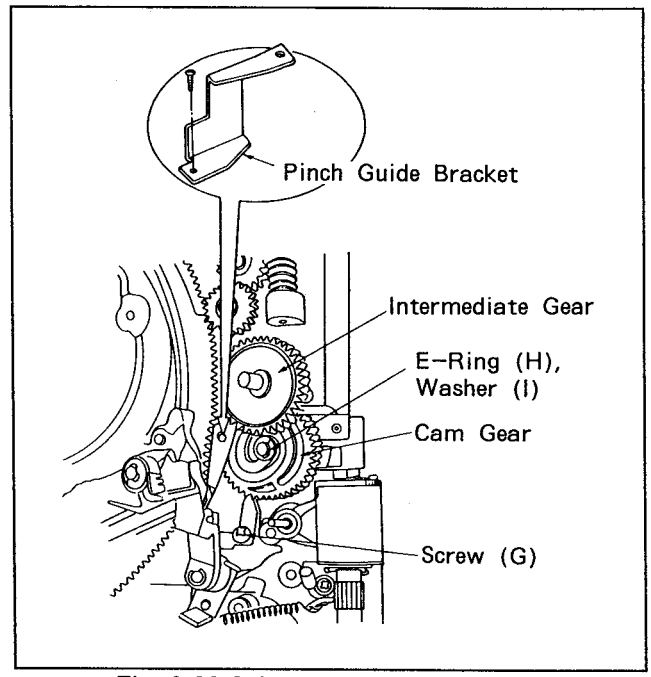

Fig. 6-22-3 Cam Gear Removal - (3)
6. Remove the screw (G) and remove the Pinch Guide Bracket as shown in figure 6-22-3.
7. Remove the Intermediate Gear, E-Ring (H), Washer (I) and the Cam Gear as shown in figure 6-22-3.